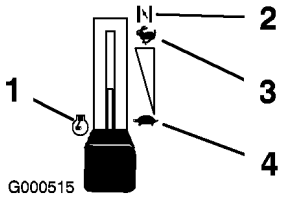

Figure 8
3. Placez la manette d'accélérateur en position Starter pour démarrer à froid (Figure 8).
5. Lorsque le moteur a démarré, amenez progressivement la manette d'accélérateur en position de Haut régime (Figure 8). Si le moteur cale ou hésite, ramenez la manette d'accélérateur en position de Starter pendant quelques secondes. Réglez ensuite la manette d'accélérateur à la position voulue. Répétez l'opération si nécessaire.
1. Placez la manette d'accélérateur en position de Régime maximum (Figure 8).